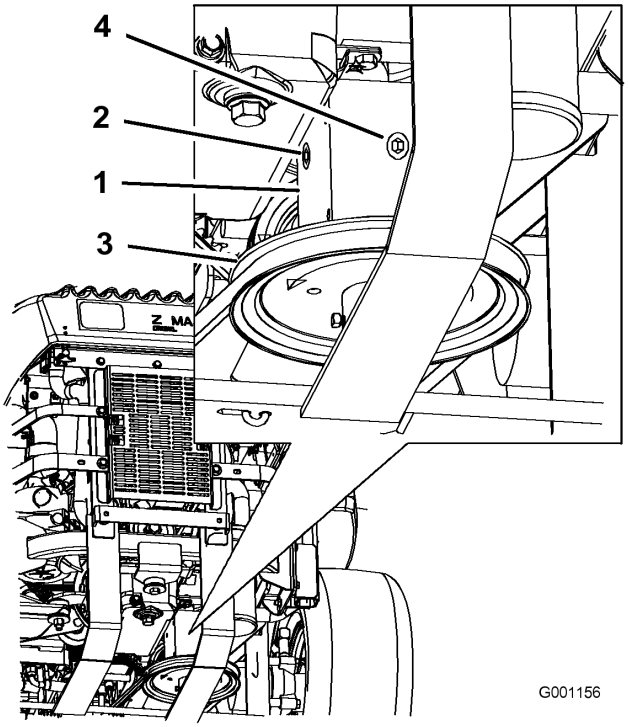

Figure 50
4. Enlevez le bouchon latéral ou arrière du boîtier. (Figure 50).